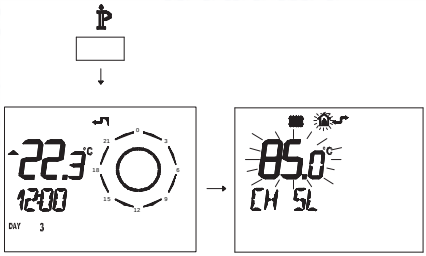

Fig. 7.25
- Press button IP for more than 3 seconds to enter in INFO (Fig. 7.25) mode.